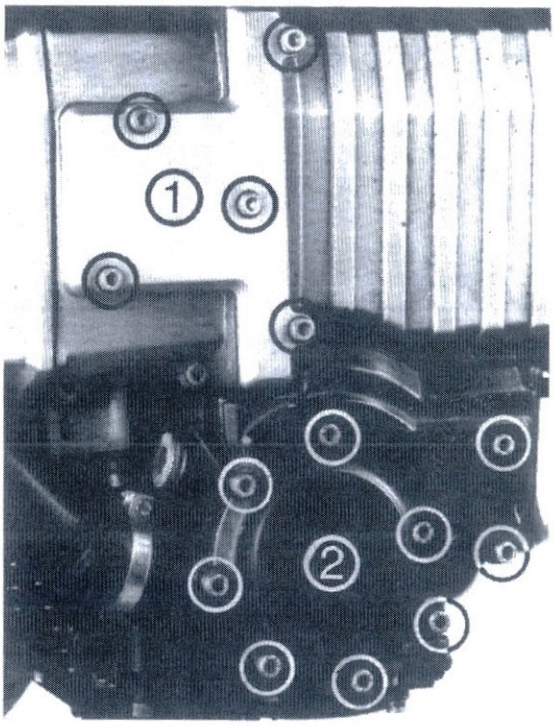

Bild 18
● Zündgeberdeckel ① Bild 18 abnehmen. Mit Innensechskantschlüssel Kurbelwelle im Uhrzeigersinn auf Kompressions-Totpunkt des zu bearbeitenden Zylinders drehen.